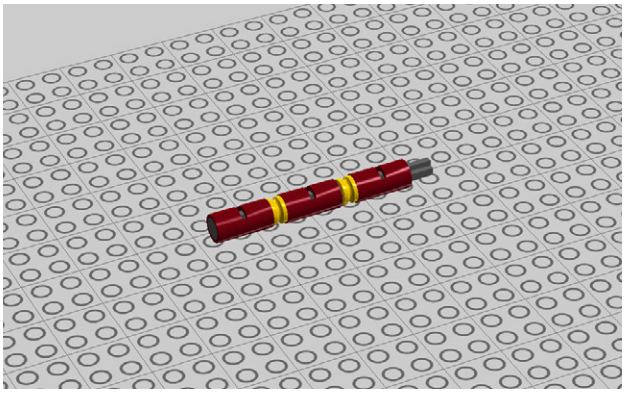

Figure 4-42. *Step 37: Building the minute hand*
37. Build the minute hand out of a cross axle with end stop, three pipes, and two half bushes. Figure 4-42 shows the assembly.